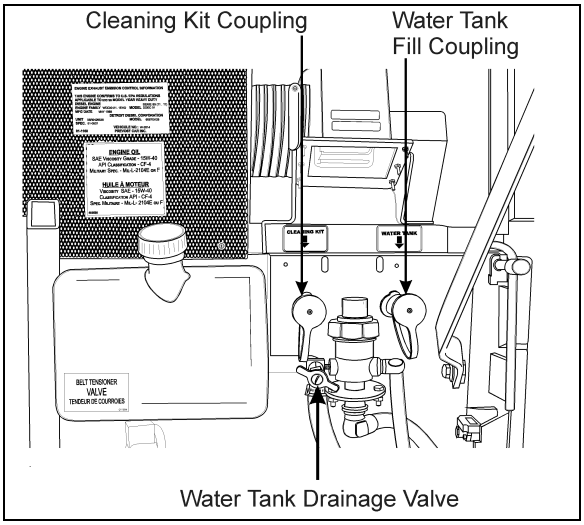

FIGURE 25: FRESH WATER TANK SERVICE VALVES
2. Insert projection at end of *"BOBRICK"* key into rectangular hole in cover (Figure 25). Push straight in. While holding *"BOBRICK"* key in, turn cover counterclockwise about 1/8 turn.